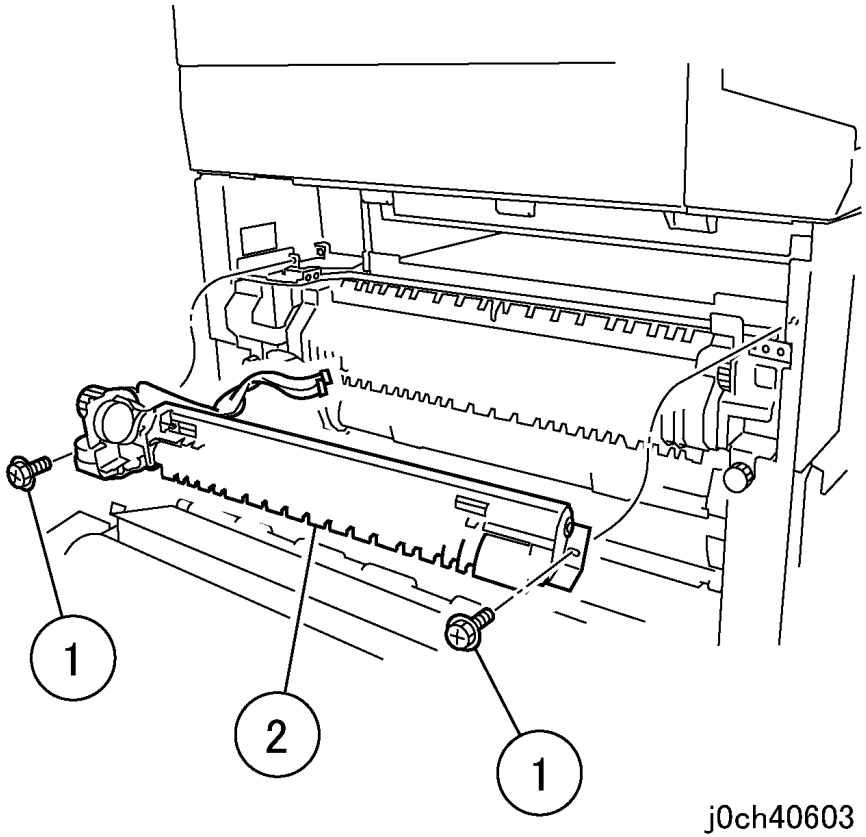

Рисунок 6 Снятие узла выхода + ОСТ (j0ch40603)
9. Снимите узел выхода + OCT (рисунок 6).